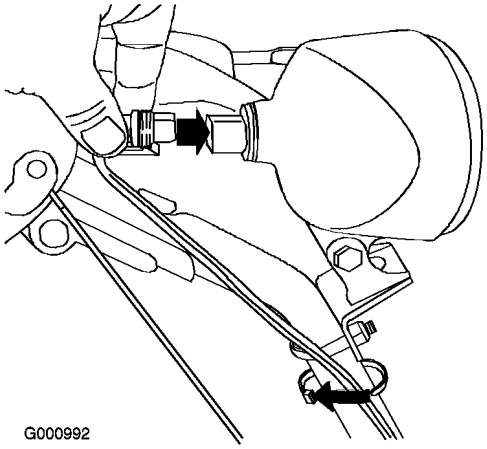

Figura 12
1. Inserite direttamente nel retro del faro il connettore situato sull'estremità allentata del cavo, finché non è saldo (Figura 12).
Nota: L'attacco in plastica sul connettore del cavo deve trovarsi in fondo (Figura 12).
2. Fissate una fascetta per cablaggio (nel sacchetto delle parti sciolte) attorno al cavo e alla stegola, a circa 2,5 cm sotto il bullone ad U (Figura 12).